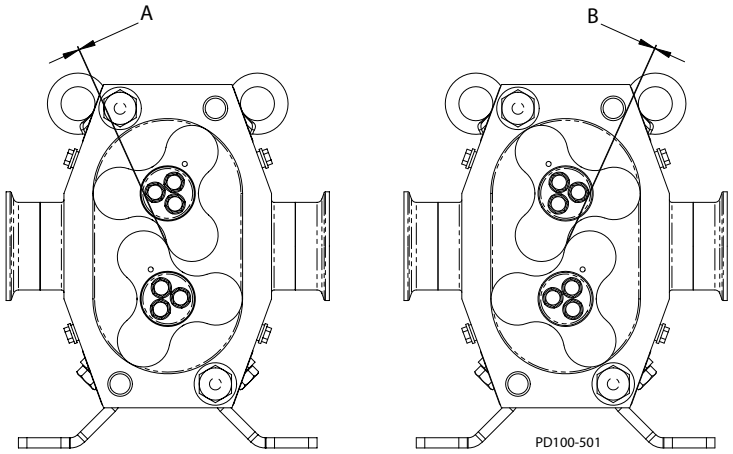

Afbeelding 63 - Rotorspeling
10. Controleer de speling tussen de rotors, op de posities die op Afbeelding 63 worden weergegeven.
11. De speling “A” en “B” die wordt weergegeven op Afbeelding 63 moet op alle posities zich binnen het bereik bevinden dat in Tabel 11 wordt vermeld. Pas de positie van de tandwielinrichting op de aandrijfas aan zoals vereist.